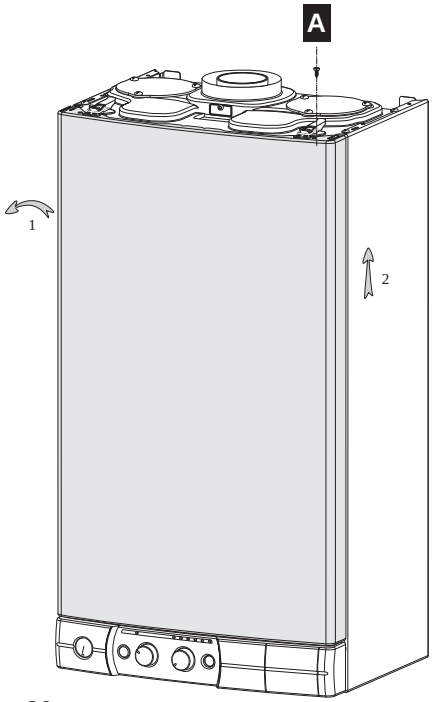

Fig. 26
- unscrew the clamp locking bolt **A**, which secures the front panel **(Fig. 26)**
- remove the front panel from the boiler **(1 & 2 Fig. 26)**